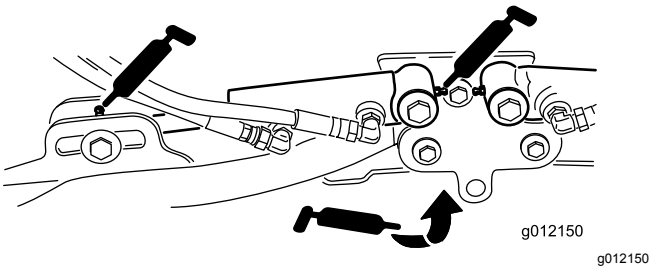

Figur 39
- Klippeenhedens løftearmscylindere (2 hver) (Figur 39)
- Løftearmenes drejetapper (1 hver) (Figur 39)